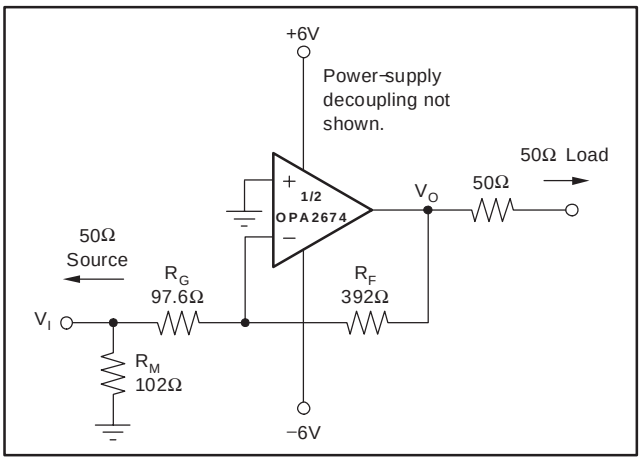

Figure 12. Inverting Gain of −4 with Impedance Matching
As the OPA2674 is a general-purpose, wideband current-feedback op amp, most of the familiar op amp application circuits are available to the designer. Those dual op amp applications that require considerable flexibility in the feedback element (for example, integrators, transimpedance, and some filters) should consider a unity-gain stable, voltage-feedback amplifier such as the OPA2822, because the feedback resistor is the compensation element for a current-feedback op amp. Wideband inverting operation (and especially summing) is particularly suited to the OPA2674. Figure 12 shows a typical inverting configuration where the I/O impedances and signal gain from Figure 1 are retained in an inverting circuit configuration.
The second major consideration is that the signal source impedance becomes part of the noise gain equation and has a slight effect on the bandwidth through Equation 15. The values shown in Figure 12 have accounted for this by slightly decreasing R_F (from the optimum values) to reoptimize the bandwidth for the noise gain of Figure 12 (NG = 3.98). In the example of Figure 12, the R_M value combines in parallel with the external 50Ω source impedance, yielding an effective driving impedance of 50Ω || 102Ω =
33.5Ω. This impedance is added in series with R_G for calculating the noise gain—which gives NG = 3.98. This value, and the inverting input impedance of 22Ω, are inserted into Equation 16 to get the R_F that appears in Figure 12. Note that the noninverting input in this bipolar supply inverting application is connected directly to ground.
It is often suggested that an additional resistor be connected to ground on the noninverting input to achieve bias current error cancellation at the output. The input bias currents for a current-feedback op amp are not generally matched in either magnitude or polarity. Connecting a resistor to ground on the noninverting input of the OPA2674 in the circuit of Figure 12 actually provides additional gain for that input bias and noise currents, but does not decrease the output DC error because the input bias currents are not matched.